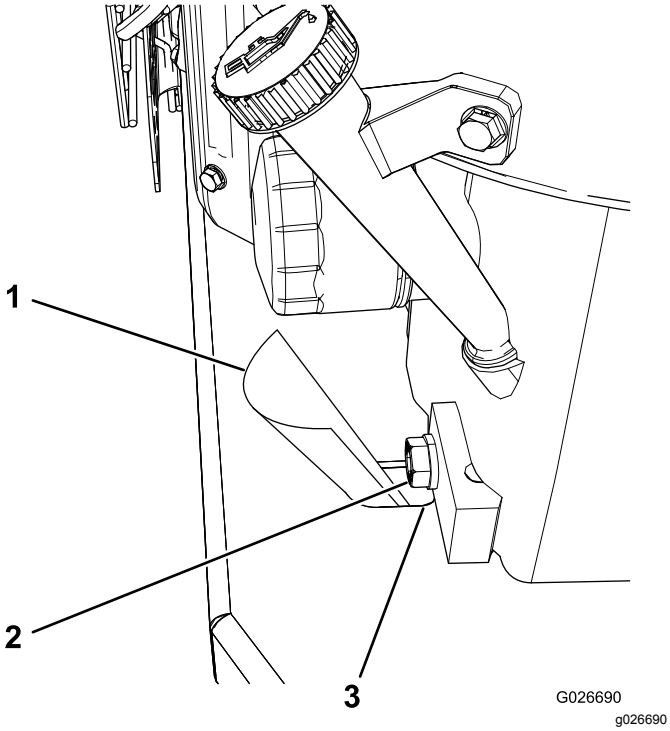

**Рисунок 38**
**Примечание:** Вставьте кусок бумаги или тонкого картона в сливное отверстие, чтобы отвести масло от монтажной пластины двигателя (Рисунок 38).